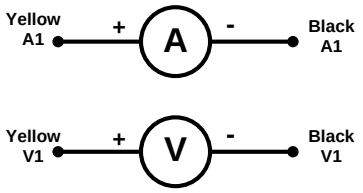

Figure 1: Channel One of the PM300 Power Analyzer
Step 1: We will be using *either* the PM300 power analyzer or the AEMC 3945-B power analyzer to take measurements today. For the PM300, each channel has a separate AC ammeter and voltmeter as shown in Figure 1, with the positive end indicated by "yellow" and the negative end indicated by "black.". If you have one at your bench, inspect the unit and identify the terminals of each meter for channel 1